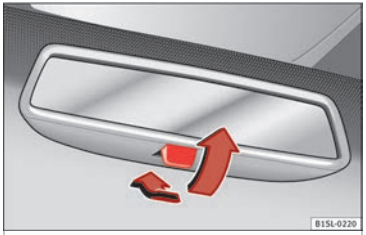

Fig. 145 Manual anti-dazzle function for rear vision mirror
- Pull the lever to the back to select the anti-dazzle function ››› **Fig. 145**.